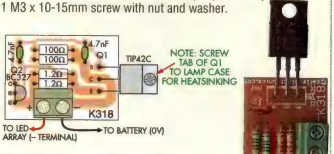

**Fig.2: PCB component overlay with a same-size photograph at right.**
Fig.2 shows the channel separation for both units. The lines labelled "left" show how much signal from the right channel couples into the left and the lines labelled "right" show the opposite. In both cases, channel separation is very good and is generally better than -100dB across the audio spectrum. The older design is slightly better in this respect, although the difference is largely academic.
**Fig.2: a comparison of channel separation (ie, crosstalk) for the original and new DAC boards. The original is slightly superior but both are very good, with less than -93dB crosstalk at any frequency and separation of at least 100dB up to 1kHz. As is typical, there's more coupling in one direction (for the new design, left channel to right channel) than the other, again mainly due to asymmetry.**